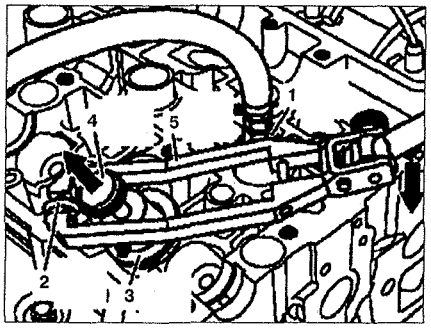

Рис. 2.45. Установка сухарей клапана.
15. Установите направляющую втулку **3** в головку блока цилиндров (см.рис.2.45).
16. Установите патрон **4** с сухарями клапана и вставьте их в направляющую втулку **3,** прицепив рычаг **5** к крепежному инструменту **2,** и легко затяните его на два болта патрона **4**. Надавите направляющее устройство **5** вниз до полной остановки (**стрелка**). После этого выньте рифленый болт из патрона **4** (**стрелка**) и через некоторое время ослабьте направляющее устройство **5** (см.рис. 2.45). Сухари устанавливаются автоматически.